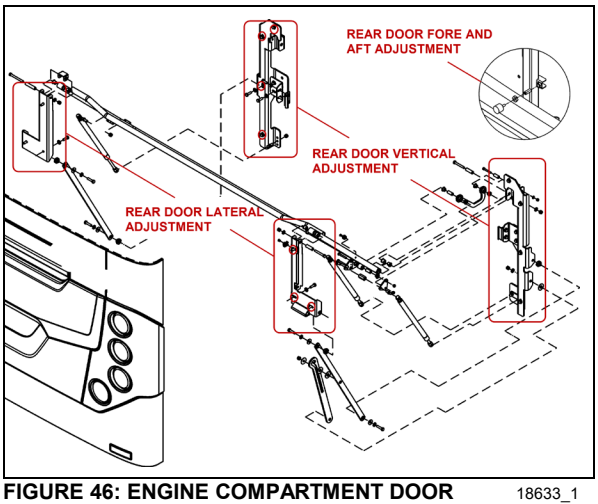

FIGURE 46: ENGINE COMPARTMENT DOOR 18633_1
1. To adjust the door VERTICAL position, loosen the bolts (4 on each side) holding the door supporting arm and gas springs bracket to the *vehicle structure* (Figure 46).
2. To adjust the door LATERAL position, loosen the bolts (3 on each side) holding the door supporting arm and gas springs bracket to the *door* (Figure 46).
3. Adjust the door FORE & AFT position by screwing/unscrewing the rubber door stops on each side of the door opening (Figure 46).